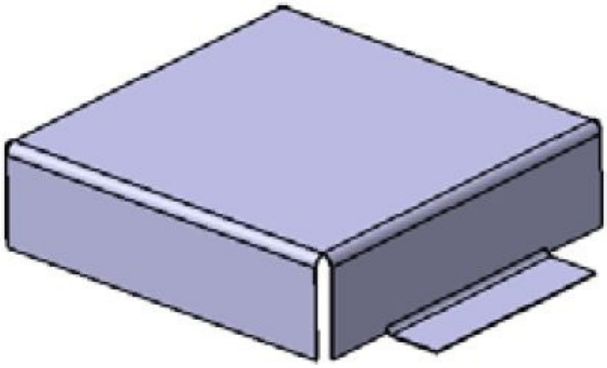

Figure 15-164 *The side wall feature created*
5. Choose the **OK** button; the side wall feature is created, as shown in Figure 15-164.